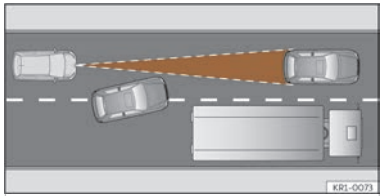

Fig. 115 Cambio de carril de un vehículo.
- Vehículos que cambien al carril por el que usted circula a poca distancia de su vehículo ››› **fig. 115**.